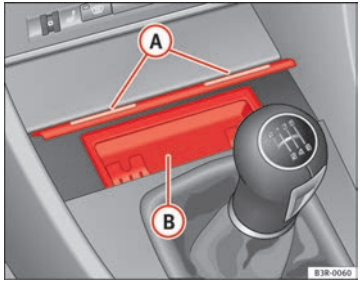

Abb. 120 Mittelkonsole: Geöffneter Aschenbecher
– Tippen Sie den Aschenbecher an der Frontleiste (A) ⇒ Abb. 120 an.
– Fassen Sie den Aschereinsatz (B) ⇒ Abb. 120 an den seitlichen Griffmulden an und ziehen Sie ihn nach oben heraus.